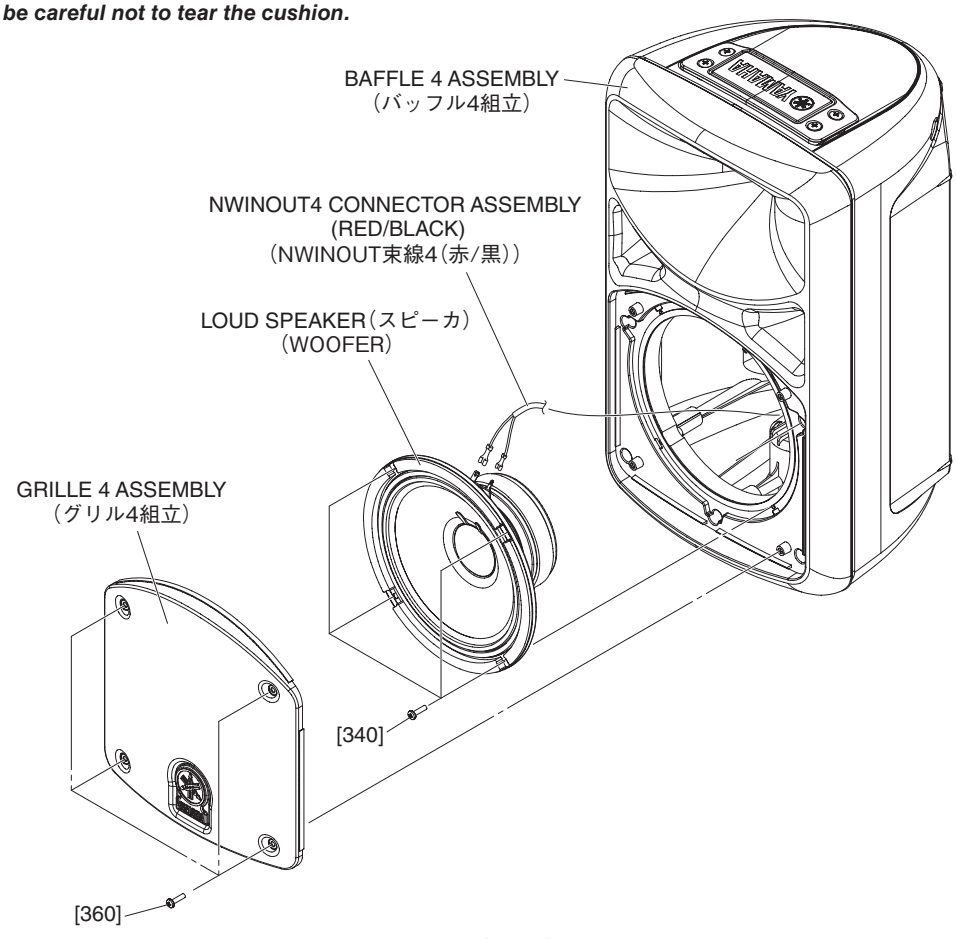
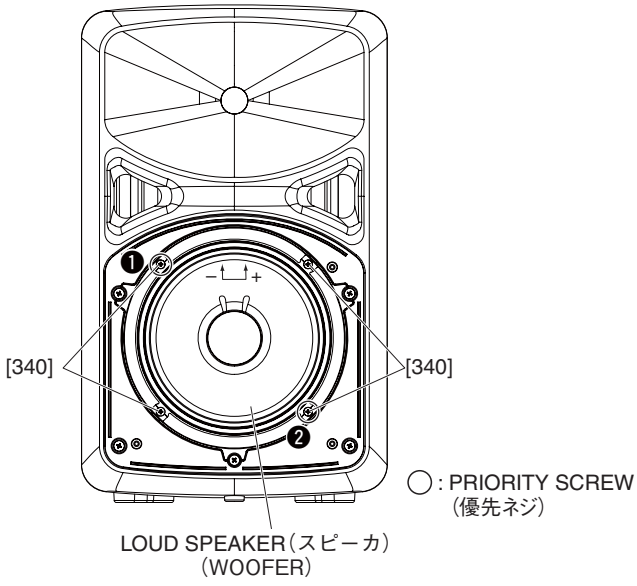
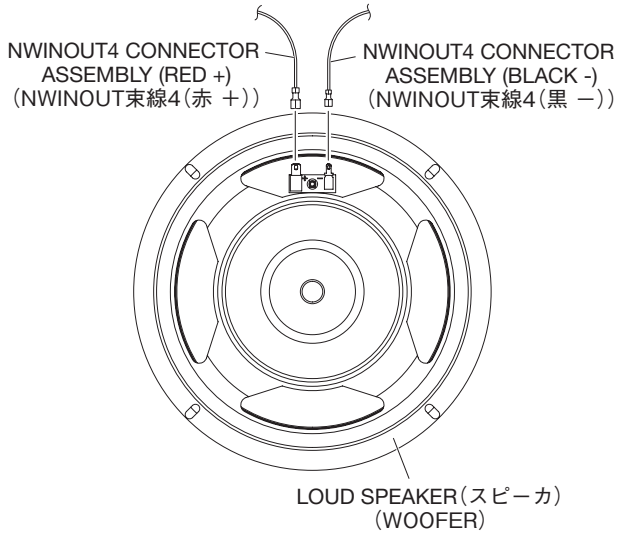

Fig. A-1（図A-1）
Fig. A-2（図A-2）
Fig. A-3（図A-3）
A-1-1 Remove the four (4) screws marked [360]. The grille 4 assembly can then be removed. (Fig. A-1)
A-2-2 Remove the four (4) screws marked [340]. The loud speaker (woofer) can then be removed. (Fig. A-1, Fig. A-2)
* ***When installing the speaker (woofer), first match the position of the terminal to the direction shown by the ⊢⊣ mark and then tighten the two (2) priority screws in order as shown in Fig. A-2.***
A-2-3 Remove the NWINOUT4 connector assembly (red/black) attached to the speaker (woofer) terminal. (Fig. A-1, Fig. A-3)
A-1-1 [360] のネジ 4 本を外して、グリル 4 組立を外します（図 A-1）
A-2-2 [340] のネジ 4 本を外して、スピーカ（ウーファー）を外します（図 A-1、図 A-2）
※ スピーカ（ウーファー）を取り付けるときは、端子の位置を⊢⊣印の方向に合わせてから、優先ネジ 2 本を図に示す順番で先に締めてください。（図 A-2）
A-2-3 スピーカ（ウーファー）端子に取り付けられている NWINOUT 束線 4（赤／黒）を外します。（図 A-1、図 A-3）